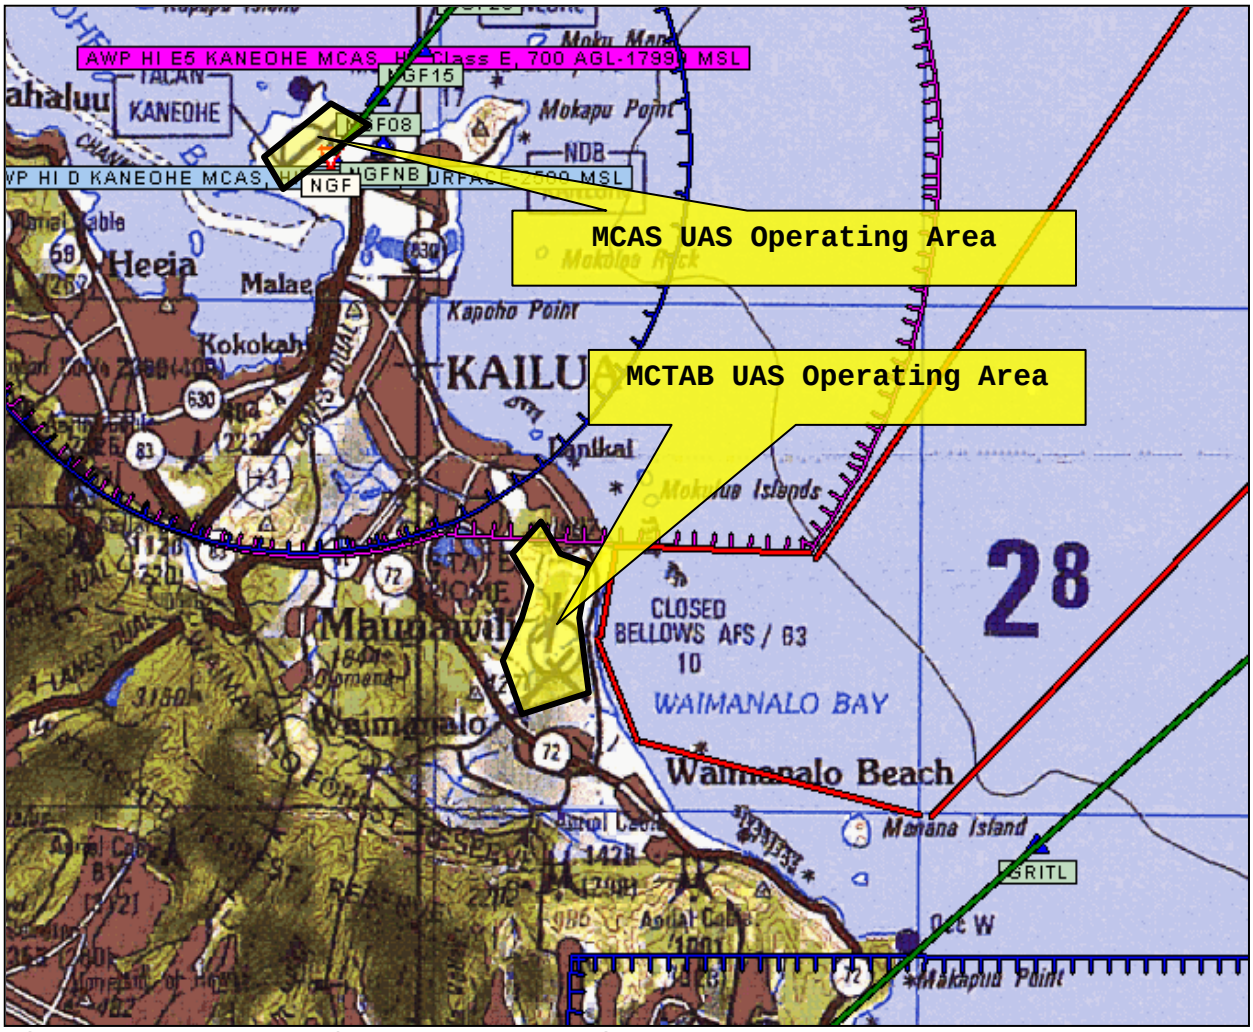

Figure N-1 MCTAB and MCAS UAS Operating Areas
b. Operations at MCAS will be located at West Field. Operations at MCTAB will remain within the confines of the designated training areas assigned and scheduled by the using unit. Figure N-1 shows the MCAS and MCTAB UAS Operating Areas.
a. Operations at MCAS. MCAS requires instantaneous two-way radio communication between the UAS operator and MCAS Air Traffic Control while UAS operations are taking place when the tower is operational. When the MCAS tower is not operational, the FAA Honolulu Control Facility (HCF) has jurisdiction. The UAS operator will notify the FAA HCF and MCAS operations no later than one hour prior to and one hour after termination of operations. The FAA HCF can be reached at (808)840-6201. MCAS operations can be reached at (808)257-3579, or (808)216-3252 if after hours.
b. Operations at MCTAB. The FAA HCF has jurisdiction. UAS operator will notify Range Control, FAA HCF and MCAS operations NLT one hour prior to and one hour after termination of operations. The Range control can be reached at (808) 257-3180, FAA HCF can be reached at (808)840-6201. MCAS operations can be reached at (808)257-3579, or (808)216-3252 if after hours.